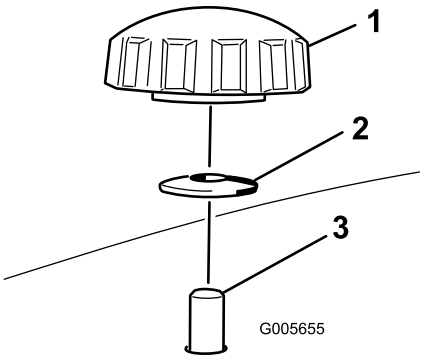
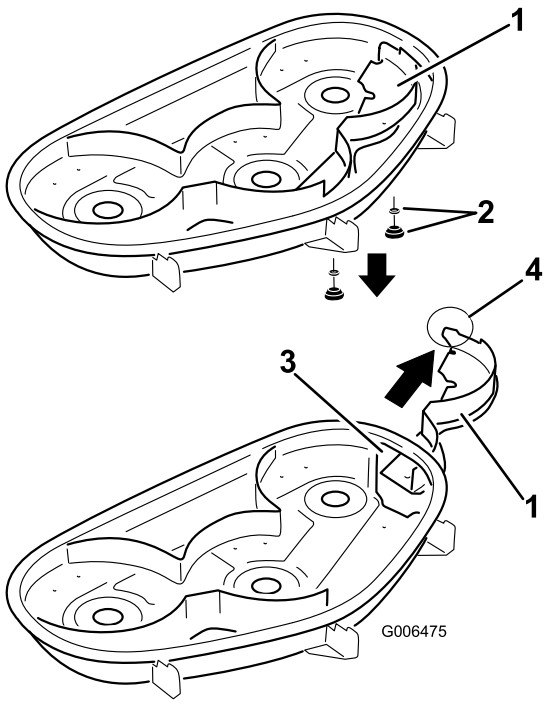

**Figur 31**
**Figur 32**
4. Fjern de to knottene og bueskivene som fester høyre skjerm til gressklipperen som vist på Figur 31.
5. Fjern høyre skjerm og senk gressavlederen over utslippsåpningen som vist på Figur 32 og Figur 31.
5. Skyv høyre skjerm gjennom klippeenheten og fest den med to knotter og bueskiver (hul side inn mot klipperen) som vist på Figur 31 og Figur 32.